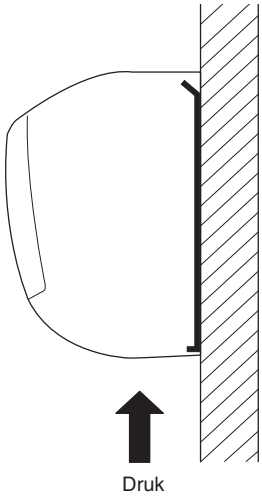

Afb. 3-33
(3) Druk op de 2 △ merktekens op het onderste deel van de binnenunit en maak de lippen los. Til de binnenunit vervolgens van de wand af. (Afb. 3-33)